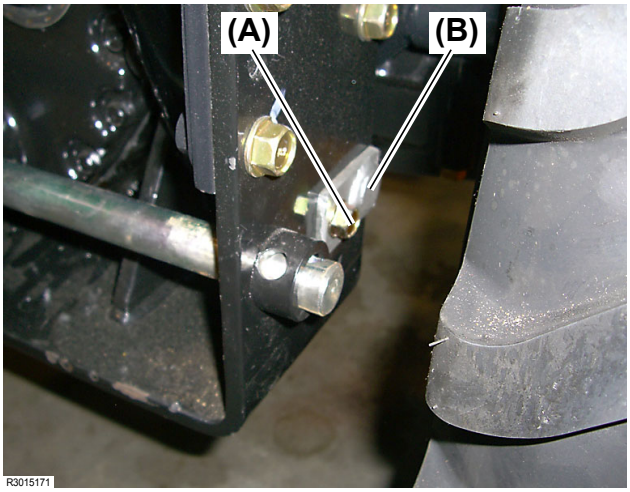

Fig. 5
5. Remove the M8 × 20 mm (L: 0.8 in.) bolt **(Fig. 5, (A))**.
6. While supporting the lift cylinder with your hand, pull out the cylinder pin **(Fig. 5, (B))** to separate the lift cylinder from the frame of the tractor.